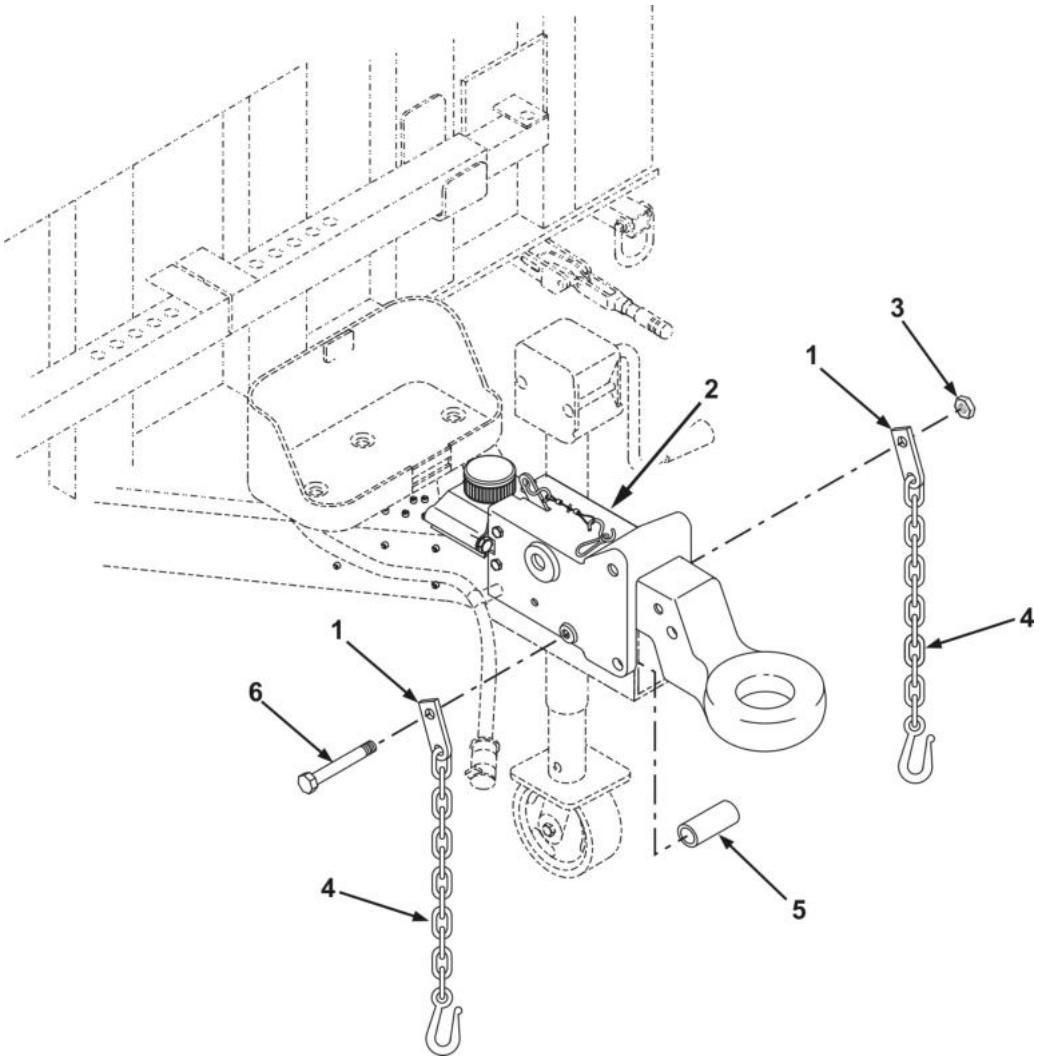

Figure 1. Safety Chain Removal and Installation.
Remove locknut (Figure 1, Item 3), capscrew (Figure 1, Item 6), and spacer (Figure 1, Item 5) securing two safety chains (Figure 1, Items 4) and mounts (Figure 1, Item 1) to drawbar assembly (Figure 1, Item 2). Discard locknut.
1. Install capscrew (Figure 1, Item 6) through safety chain mount (Figure 1, Item 1), spacer (Figure 1, Item 5), and drawbar assembly (Figure 1, Item 2).
2. Install safety chain mount (Figure 1, Item 1) onto capscrew (Figure 1, Item 6). Install new locknut (Figure 1, Item 3).
3. Tighten locknut (Figure 1, Item 3).